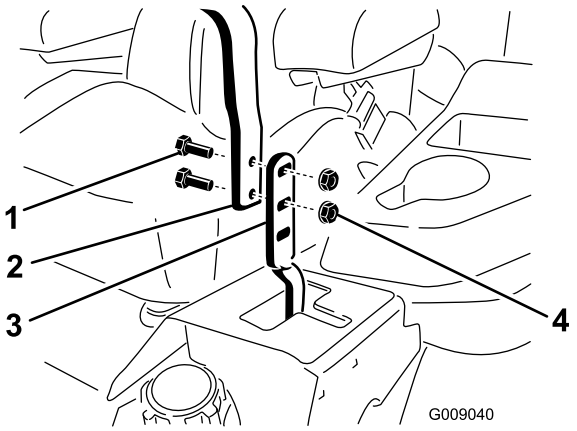

Figur 76
3. Lossa skruvarna och flänsmuttrarna som är monterade i reglagen (Figur 76).